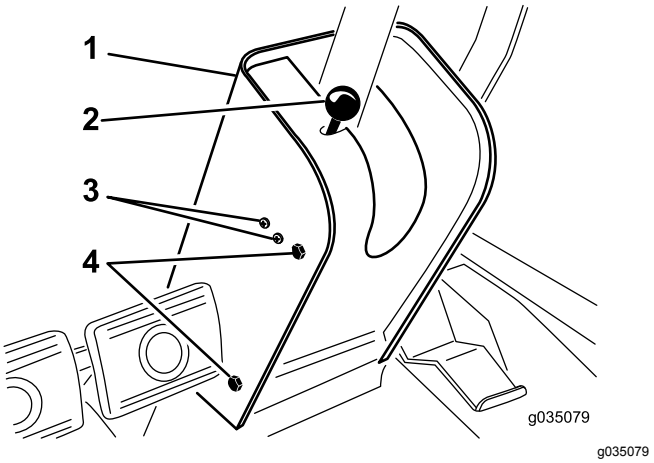

Figuur 73
2. Verwijder de knop van de parkeerremstang en de schroeven van de kap van de stuurkolom (Figuur 73).
4. Maak de schroeven en moeren los waarmee de parkeerremschakelaar is gemonteerd aan de linkerkant van de stuurkolom (Figuur 73).